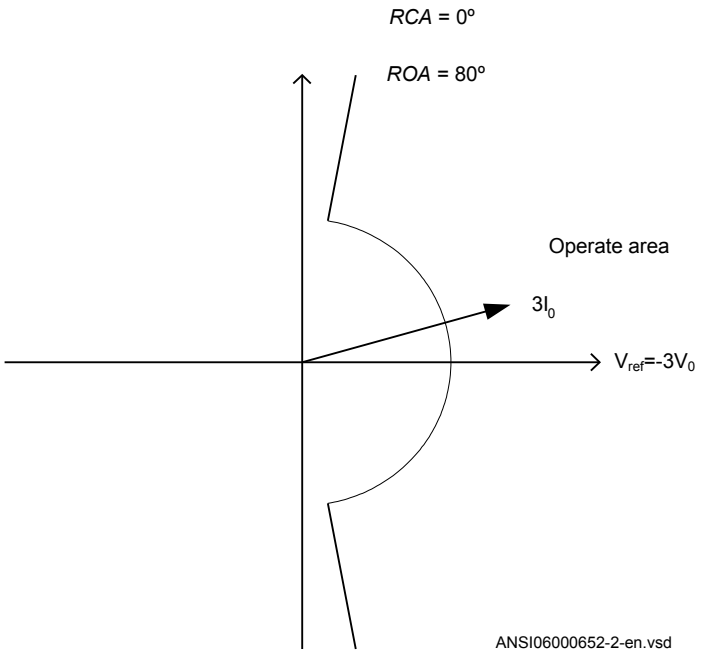

Figure 57: Example characteristic
4. Compare the result with the set values, refer to figure 57 for example characteristic.